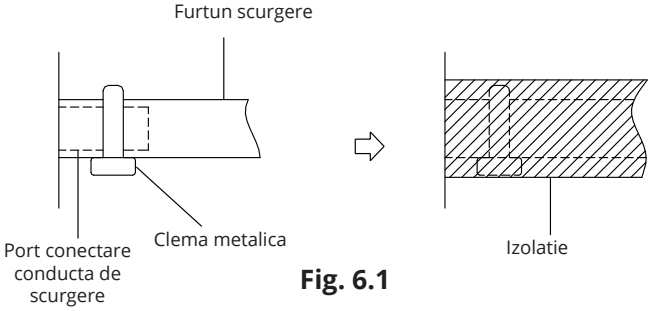

Fig. 6.1
2. Conectati conducta la portul de conectare al unitatii. Izolati si strangeti cu o clema metalica. (Fig 6.1)